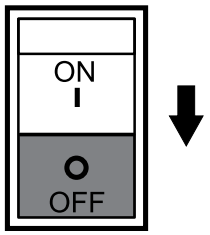

Figure 30. Main Circuit Breaker (OFF)
1. Place main circuit breaker (Figure 30) in the **OFF** position.